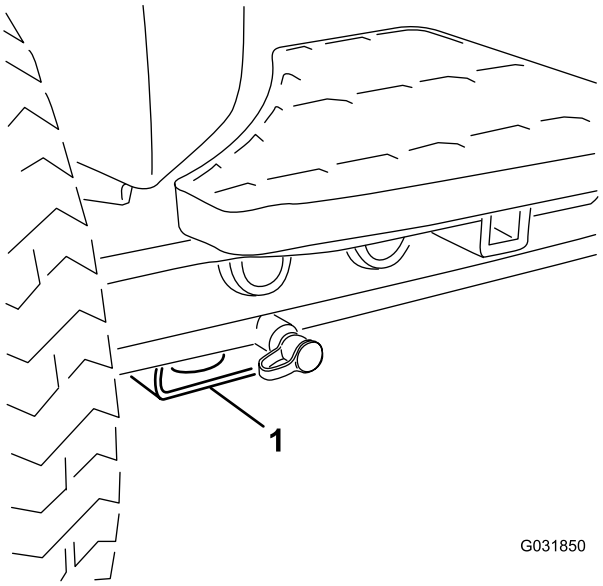

**Figura 37**
- Delantero – bloque rectangular, debajo del tubo del eje, al interior de cada rueda delantera (Figura 37).